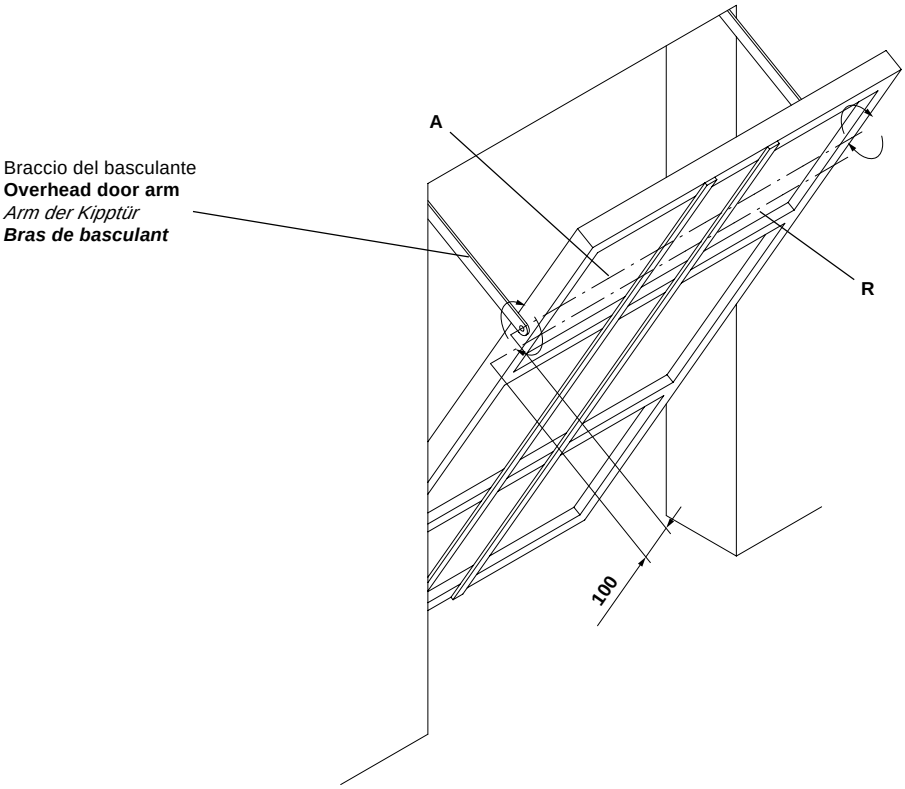

Fig.1
Individuato l'asse di rotazione della porta basculante A, determinare l'asse R passante inferiormente alla distanza di 100 mm (fig. 1); questo è l'asse dell'albero scanalato uscente dal motoriduttore.
5.2 Once found the overhead door rotation axis A, determine axis R, 100 mm underneath (fig. 1); this is the splined shaft axis coming from the ratiomotor. Now, secure the ratiomotor base to the door as per fig. 2 and 3.